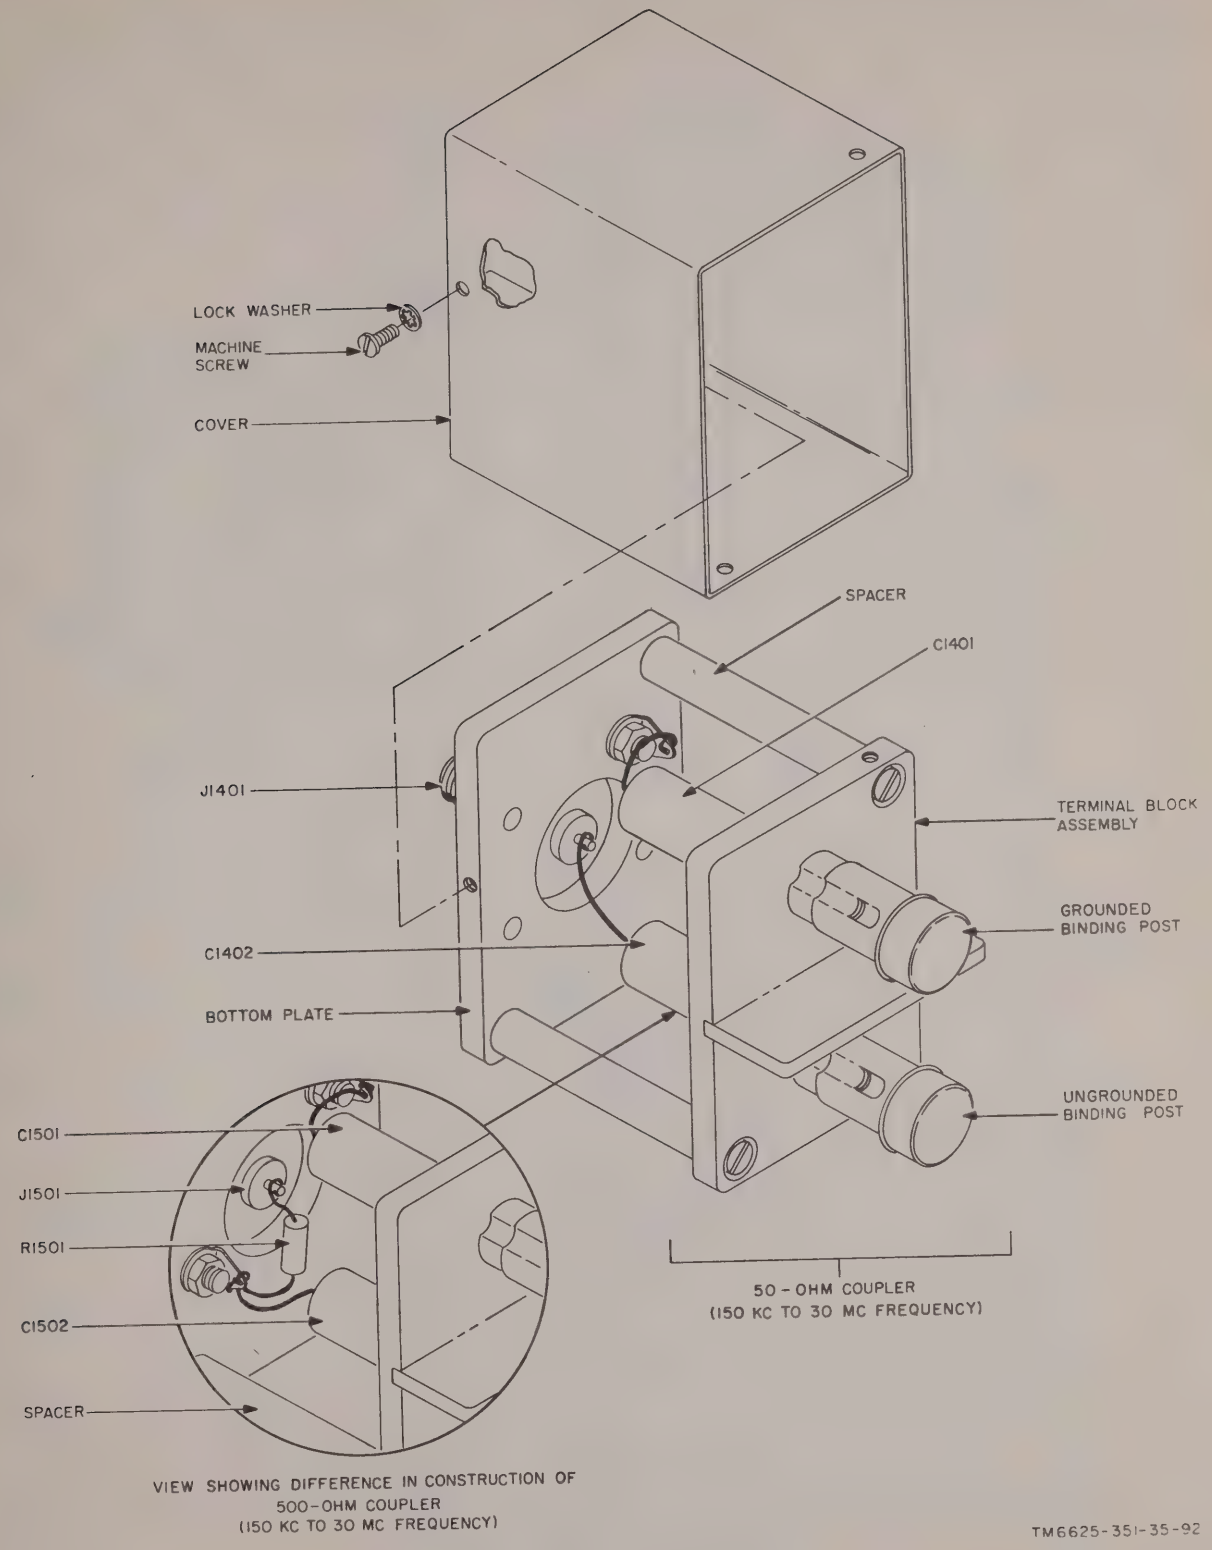

Figure 80. Couplers, Radio Frequency Interference CU-891/URM-85 and CU-892/URM-85, parts location diagram.
c. Coupler, Radio Frequency Interference CU-892/URM-85 (fig. 38 and 80). Although the CU-892/URM-85 (fig. 80) is designed for use with 500-ohm impedance audio-signal or powerline two-wire networks, a comparative check of its operating efficiency can be obtained by proceeding in a similar manner to *b* above. The mismatch between the 50-ohm output cable of the signal generator and the 500-ohm input impedance of the CU-892/URM-85 may cause degradation of the signal. This mismatch will result in a smaller amplitude indication, on the main unit panel meter and in the monitored headset audio signal, than that obtained with the CU-891/URM-85. Proceed as follows:
protruding end of center conductor on output jack J1501 (insert view, fig. 80), or bent or damaged pin on J1501. Repair or replace the defective part.